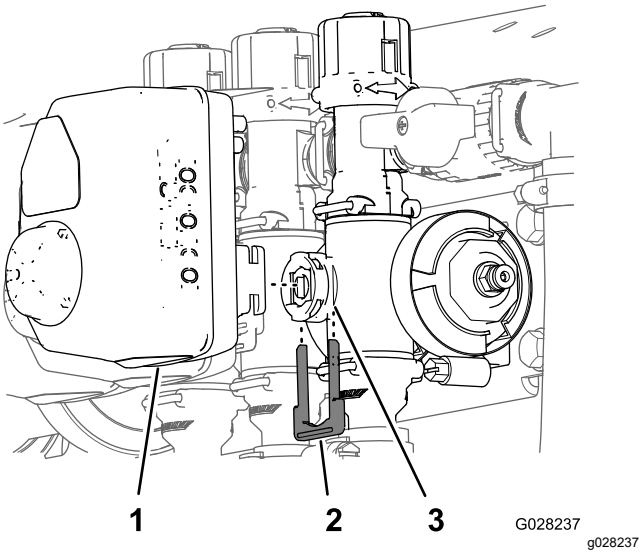

Figur 66
3. Ta bort hållaren som fäster manövreringsorganet vid grenrörsventilen för sprutmängd samt omrörningsventilen, huvudsektionen eller sektionens ventil (Figur 66).